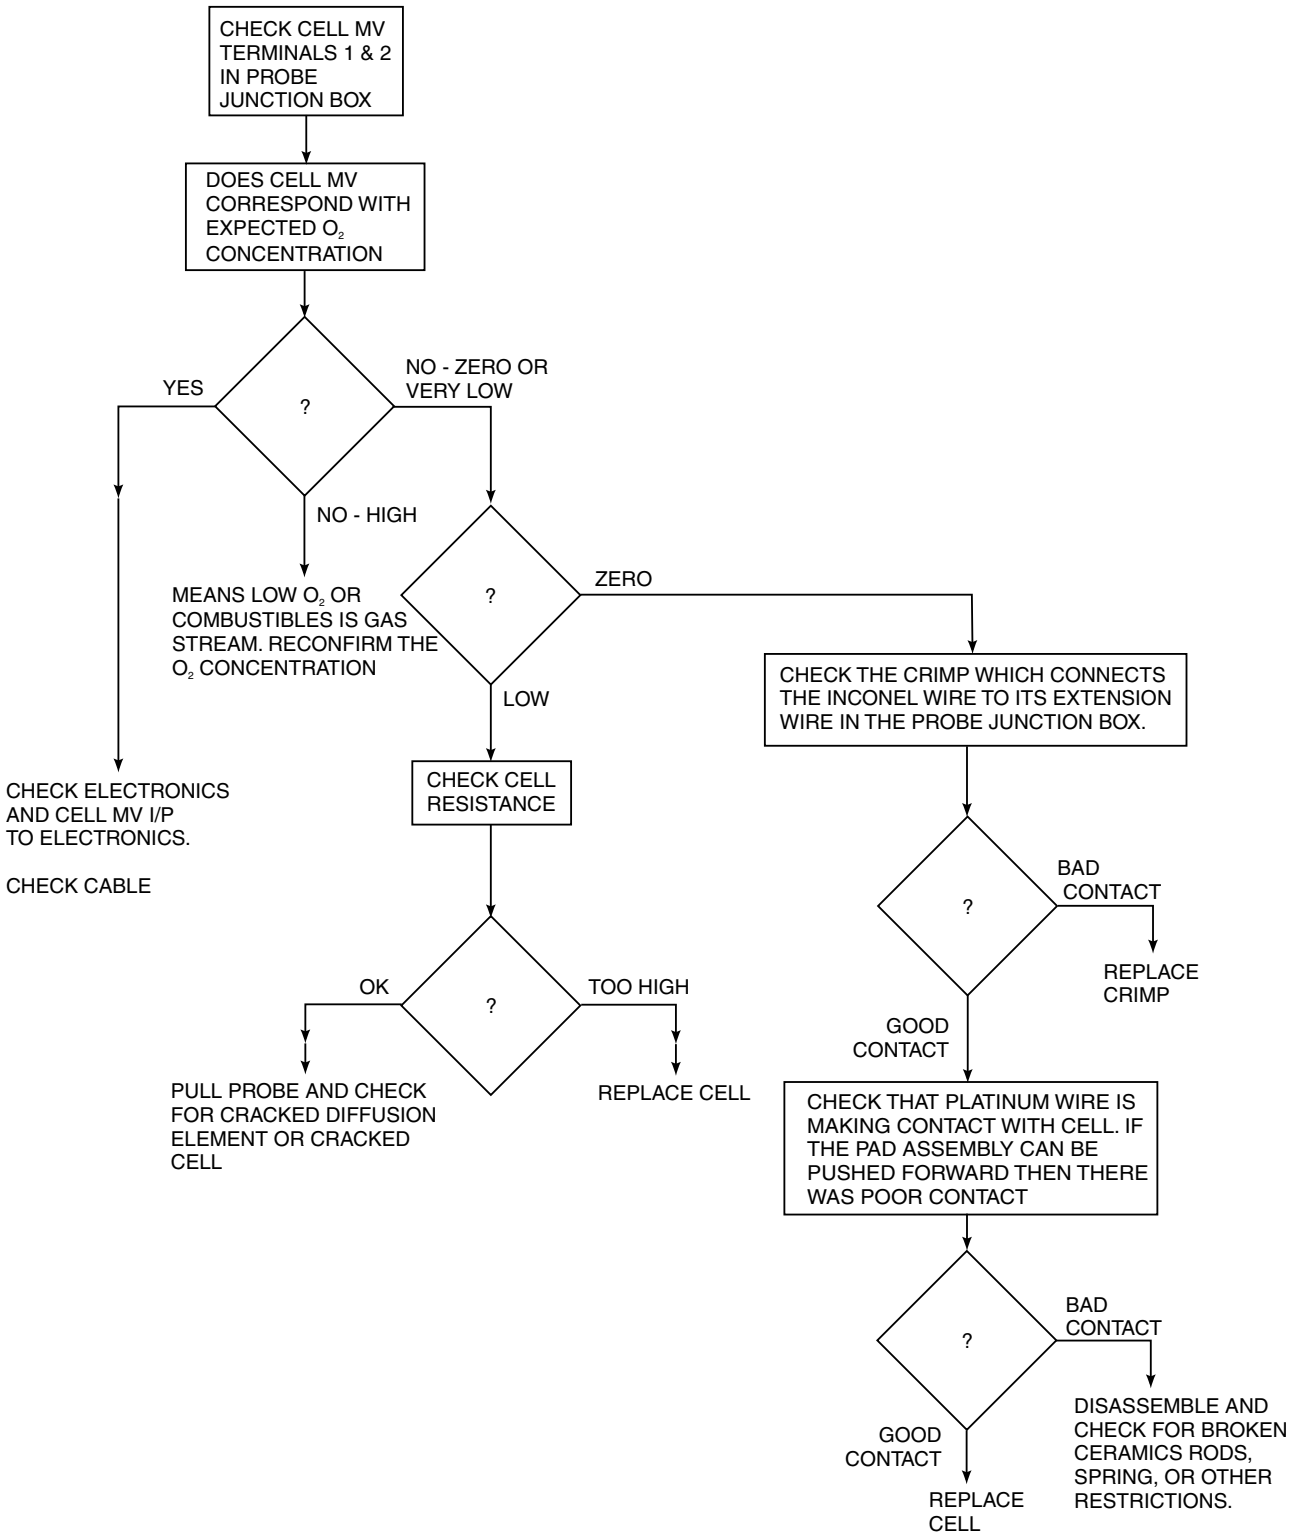
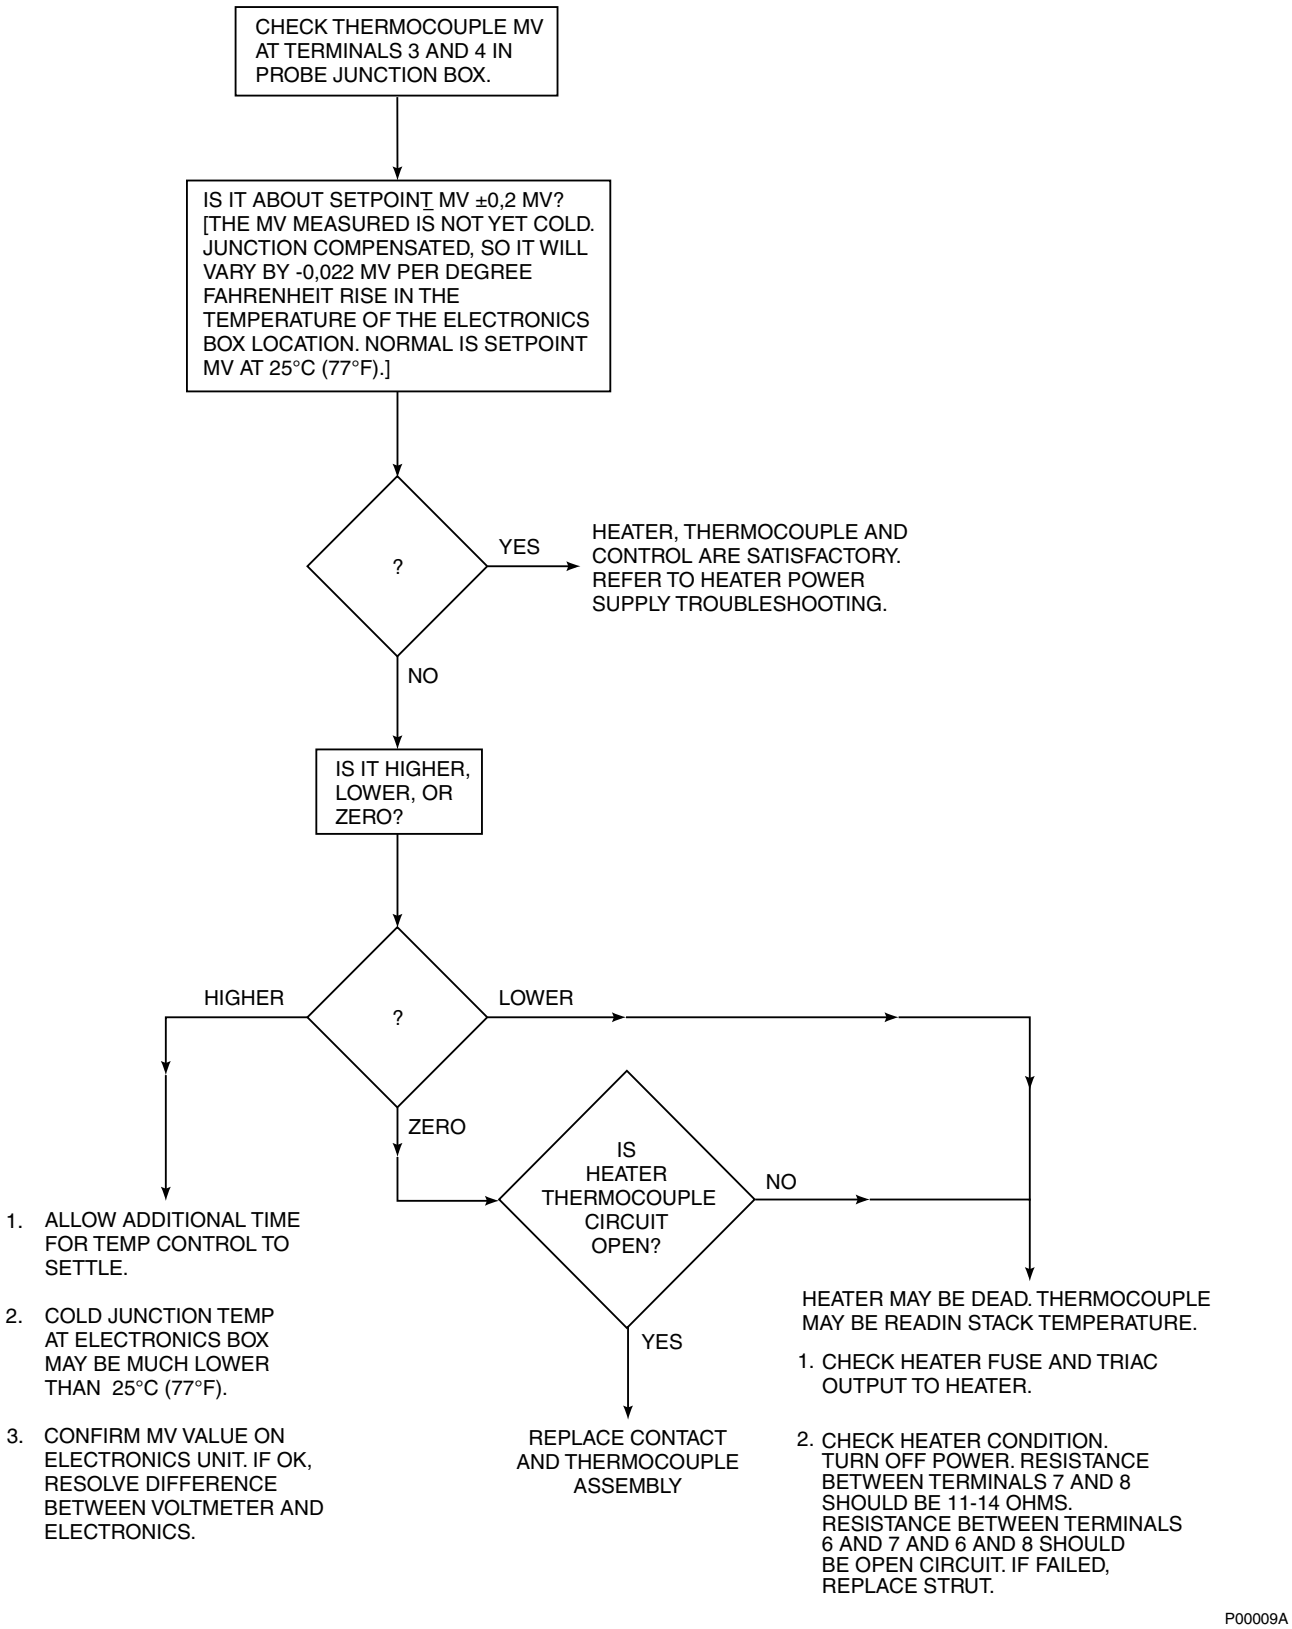

Figure A-8. Flowchart of Probe Related Problems, #1
Figure A-9. Flowchart of Probe Related Problems, #2
c. Figure A-8 and Figure A-9 provide an alternate approach to finding probe related problems.